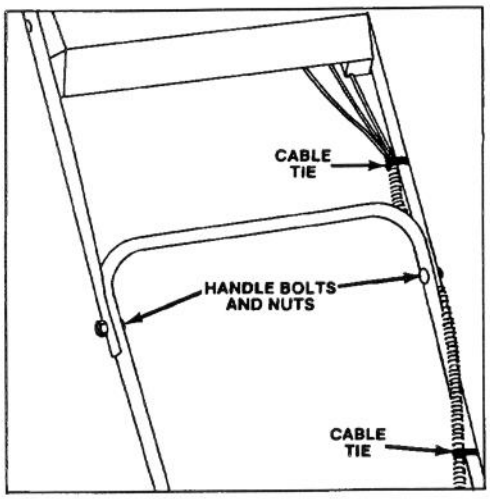

Figure 2
2. UPPER HANDLE (Fig. 2) — Secure upper and lower handles in place with handle bolts and nuts. Secure control cables in position with cable ties.